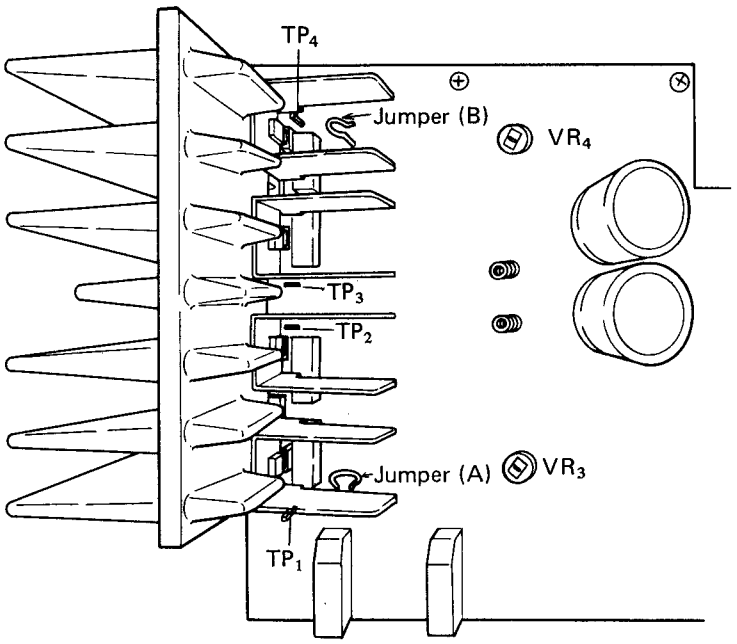

Fig. 10
3. Connect a DC voltmeter between TP_2 (+) and TP_1 (−) (L channel) of Fig.10. Connect the DC voltmeter between TP_3 (+) and TP_4 (−) at the R channel.
4. Set the power switch to the ON position, and check if the DC voltmeter reading is within the 10 ~ 70mV range. When the voltmeter reading is below 10mV, cut jumper (A) for L channel. Cut jumper (B) for R channel.